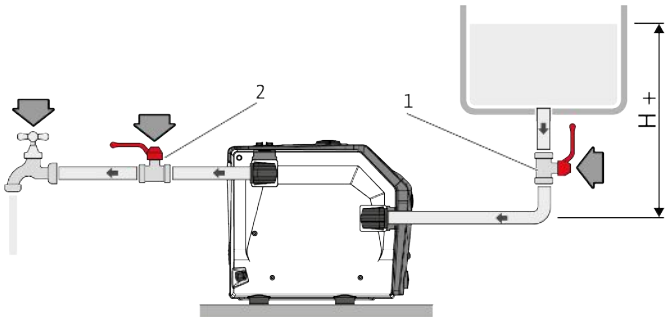

Fig. 9: Lastdrift
- Fyll produktet med vann (ca. 1,5 L), til vannet tyter ut av ventilasjonsåpningen (Fig. 9).